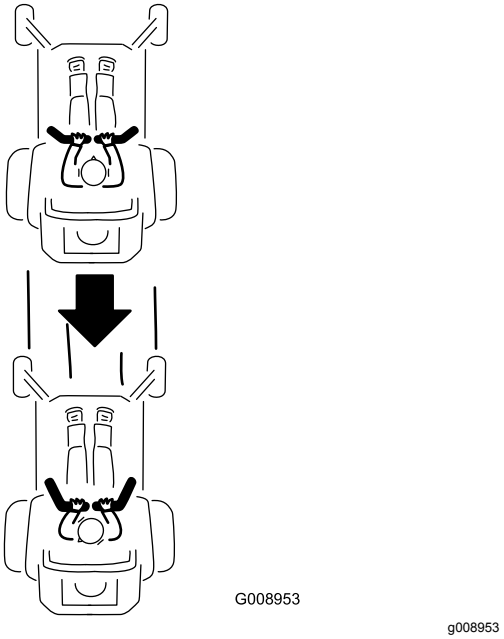

Rysunek 28
2. Aby jechać do tyłu, powoli przesuń dźwignie kierowania do tyłu (Rysunek 28).